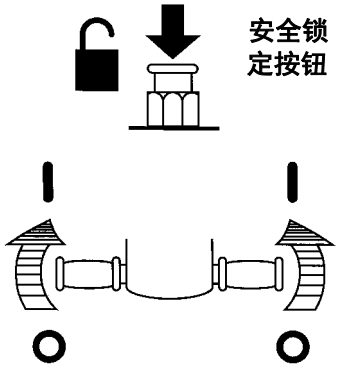

图 5
5. 开始洗地时，牢牢地握住手柄，下压安全锁定按钮，然后向前转动手柄。一旦启动机器，松开安全锁定按钮（图 5）.